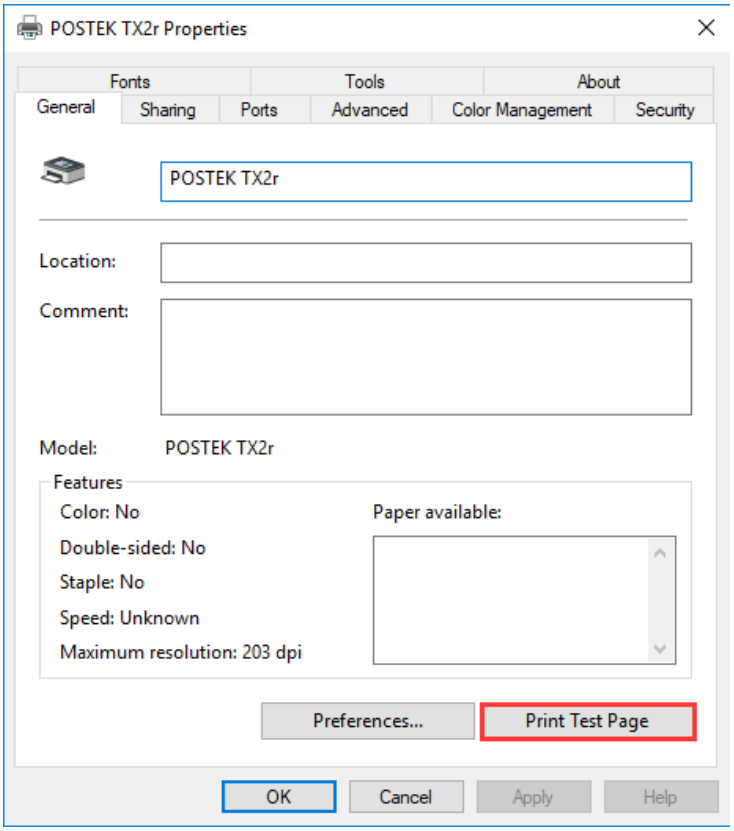

Figure 2-44 Print Test Page
11. Print a test page to see whether the printer is connected properly. As shown in Figure 2-44.